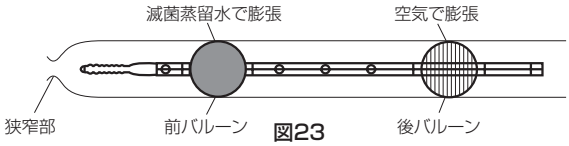

図23
2. 後バルーンを空気にて膨張させ、本品を腸管内に固定する。バルーンの注入量は42mL（**図23**）。